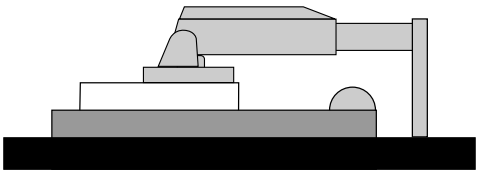

Abbildung S.1
3. Legen Sie den Monitor mit der Vorderseite nach unten auf eine weiche Oberfläche (**Abbildung S.1**).